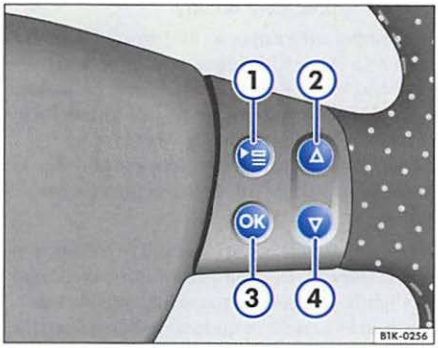

Fig. 19 Multifunction steering wheel: right side
– Press the ⇒ fig. 19 ① button on the multi-function steering wheel until the **Set up** menu is displayed.
– Press the arrow keys △ ② or ▽ ④ to highlight the menu item **Compass**. The highlighted menu item is between the two horizontal lines. There is also a triangle on the right ◀.
– Press the OK button ③. The **Compass** menu opens.
– Press the ⇒ page 22, fig. 19 ① button on the multi-function steering wheel until the **Set up** menu is displayed.